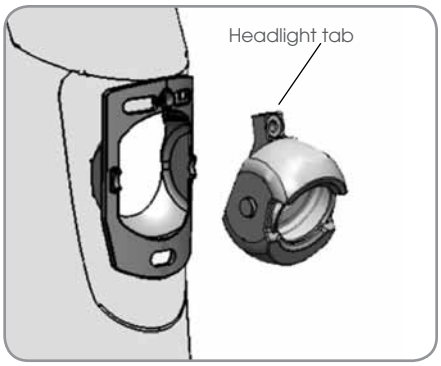

Figure 16. Headlight tilted down
2. Tilt the headlight so that the headlight tab is tilted back (Figure 16).